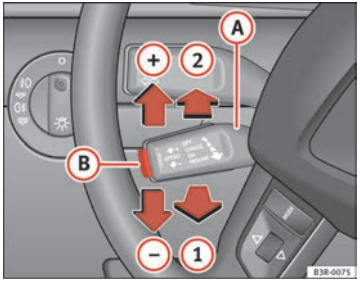

Fig. 140 Controls for the cruise control system
– Pull the lever (A) to position ⇒ fig. 140 (1) to activate the system.
– Briefly press button (B).
– Move the lever (A) up towards ⇒ fig. 140 (+).
– Move the lever (A) down towards ⇒ fig. 140 (-).
– You can increase the set speed in steps of 2 km/h by briefly pressing the lever (A) up towards ⇒ fig. 140 (+).
– You can decrease the set speed in steps of 2 km/h by briefly pressing the lever (A) down towards ⇒ fig. 140 (-).
If no speed was stored when the system was temporarily disabled, a new speed can be set as follows: drive at the desired cruising speed and briefly press button ⇒ page 175, fig. 140 (B) (SET).
– Move lever (A) ⇒ page 175, fig. 140 to position (2) (click stop engaged).